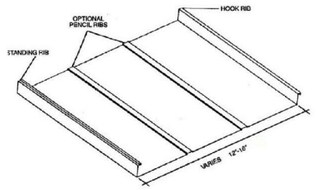

FIGURE 1—CB-150 PANEL
Custom-Bilt standing seam roof panels are fabricated in steel and are available in the CB-150 and SL-1750 profiles. The panels are roll-formed at the jobsite to provide the standing seams between panels. See Figures 1 and 3 for panel profiles.
- CB-150: This profile is formed to 12- or 16-inch-wide (305 or 406 mm) panels, with $1\frac{1}{2}$-inch-high (38 mm) mechanically locking seams. See Figure 1.